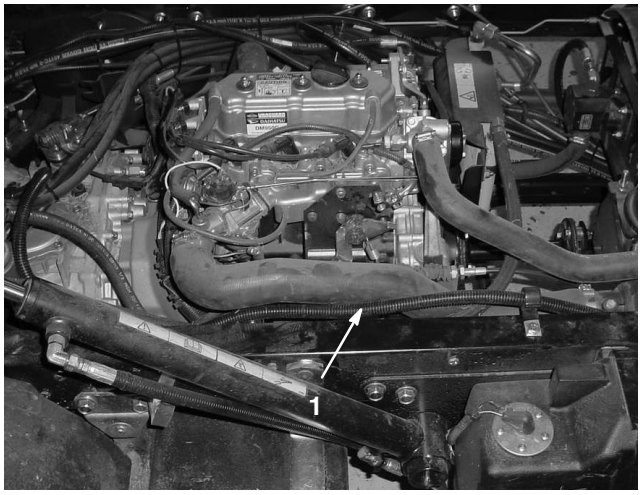

Figure 22
9. Route the harness along the frame rail to the top of the transmission (Fig. 22)